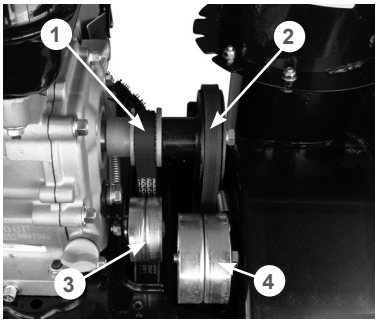

**Рис. 44 Обслуживание ремней привода**
2. Проверьте состояние ремней (Рис. 44). Если ремень протерт, надорван или заметны иные повреждения, он должен быть незамедлительно заменен.